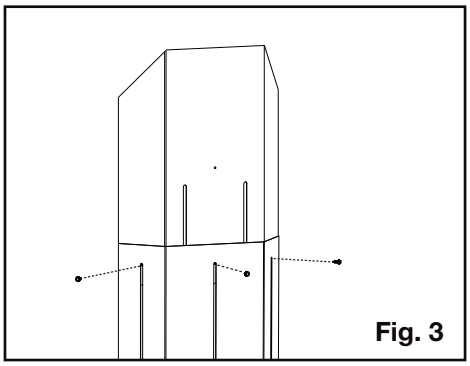

Fig. 3
3. Use the fasteners in step 1 to hold the new vent shield height **(Figure 3)**.